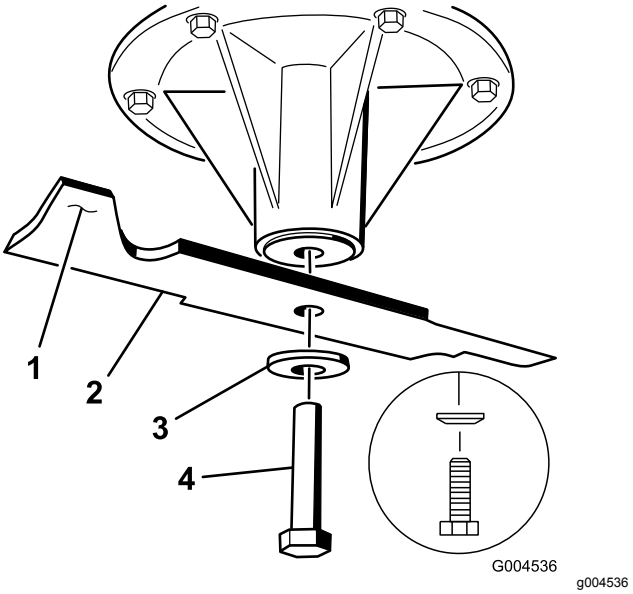

Bild 80
2. Setzen Sie das Messer auf die Spindelwelle (Bild 80).
3. Setzen Sie die Wellenscheibe und die Messerschraube ein (Bild 80).
Hinweis: Der Konus der Wellenscheibe muss in Richtung Schraubenkopf zeigen (Bild 80).